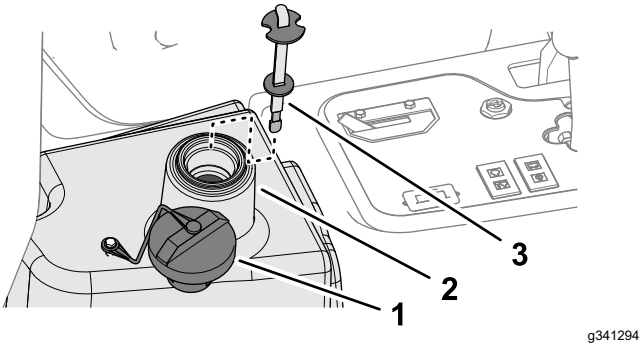

Figur 93
4. Fyll tanken (Figur 93) med cirka 22,7 liter hydraulvätska. Se Specifikation för hydraulvätskan (sida 60).